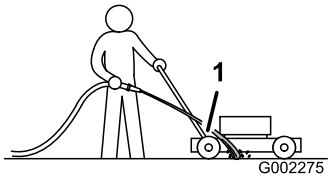

Rysunek 39
3. Przytrzymaj wąż ogrodowy na wysokości dźwigni i skieruj strumień wody na ziemię, przed **prawą** tylną oponę (Rysunek 39).